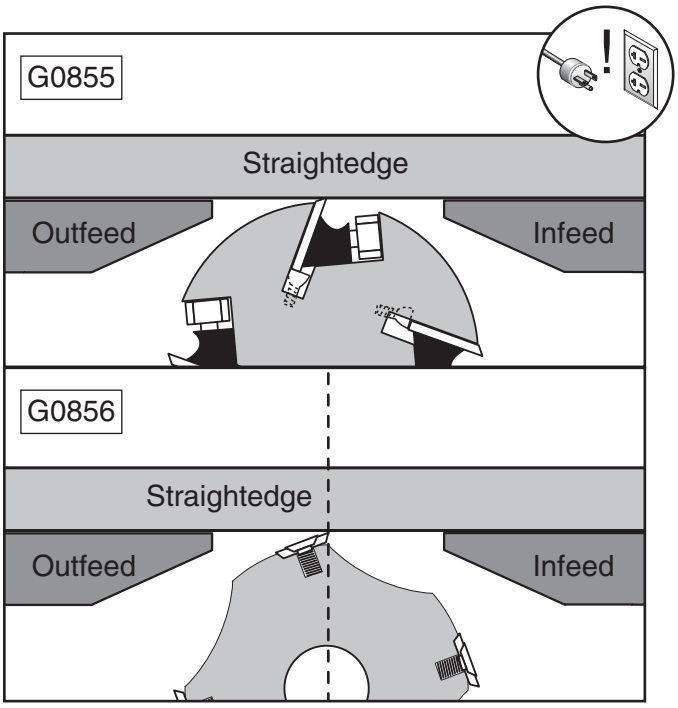

Figure 72. Infeed table even with outfeed table.
4. Adjust infeed table until it is even with outfeed table (see **Figure 72**).